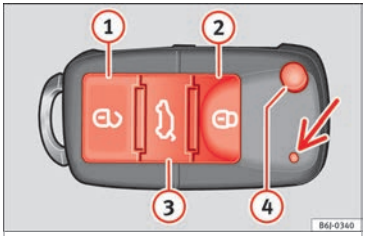

Fig. 50 Assignment of buttons on the remote control key.
By using button (4) ››› Fig. 50 on the control, the key shaft is released.
Unlocking the vehicle 🔓 ››› Fig. 50 (1).
Locking the vehicle 🔒 ››› Fig. 50 (2).
Unlocking the rear lid. Press button ››› Fig. 50 (3) until all the turn signals on the vehicle flash briefly. When the unlocking button (3) is pressed, you have 2 minutes to open the door. Once this time has passed, it will lock again.
Moreover, the battery indicator on the key ››› Fig. 50 (arrow), will flash.
When the button 🔓 ››› Fig. 50 (1), is pressed once, the driver door is unlocked, all others remain locked.
Press the button 🔓 ››› Fig. 50 (1) twice to unlock all doors.
– Press the 🔓 ››› Fig. 50 button on the remote control.